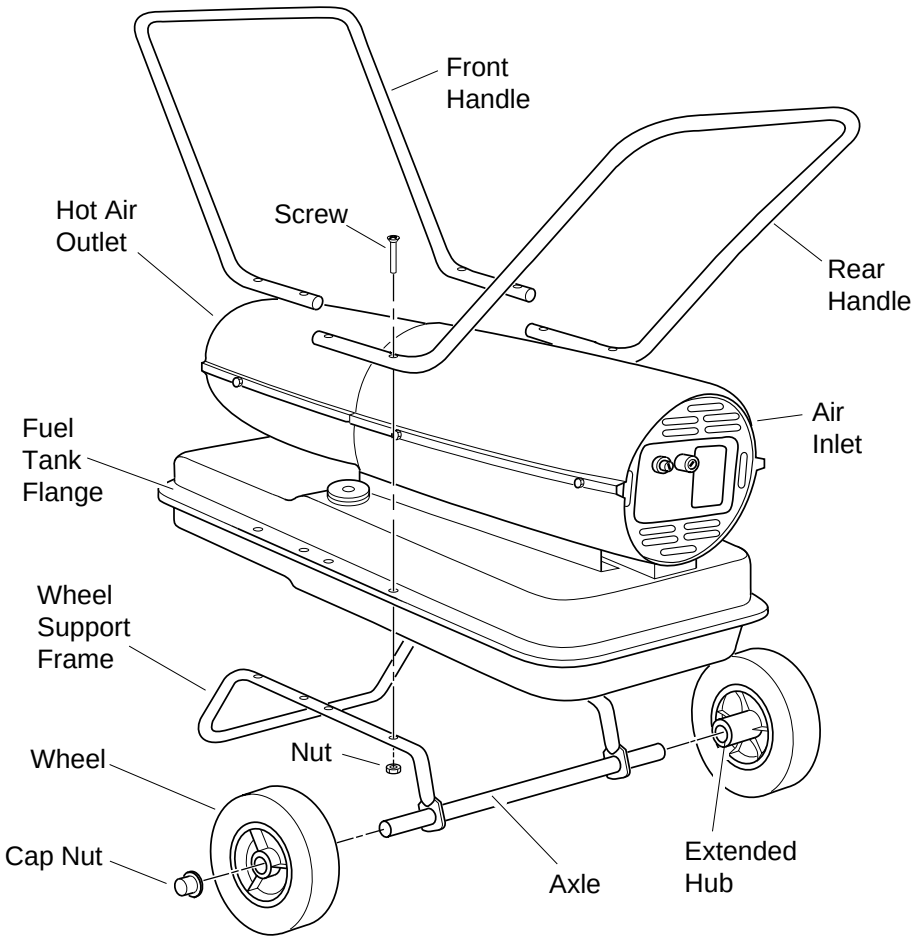

***Figure 4 - Wheel and Handle Assembly, 90/150,000 BTU/Hr Models Only***
*IMPORTANT:* When installing wheels, point extended hub of wheels toward wheel support frame (see Figure 4).